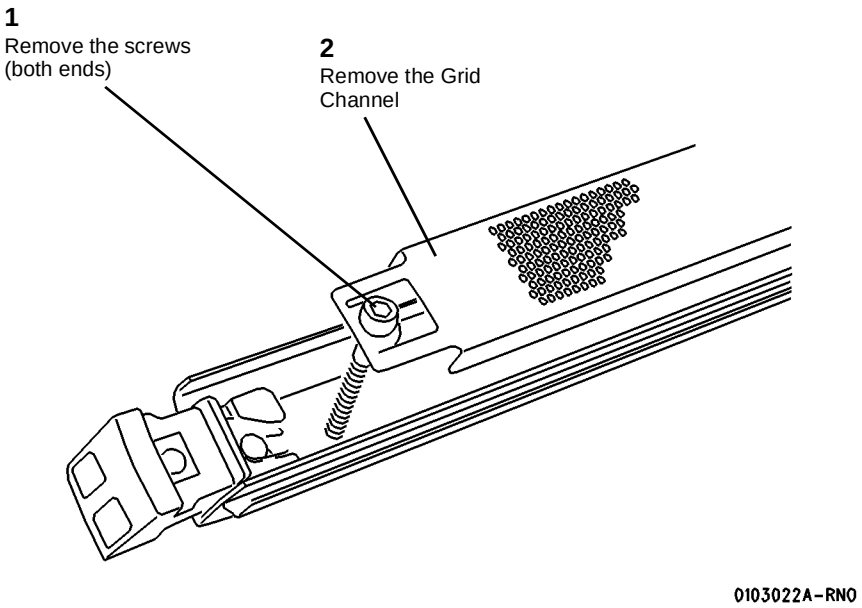

**Figure 2 Removing the Grid Channel**
5. (Figure 2): Remove the Grid Channel.